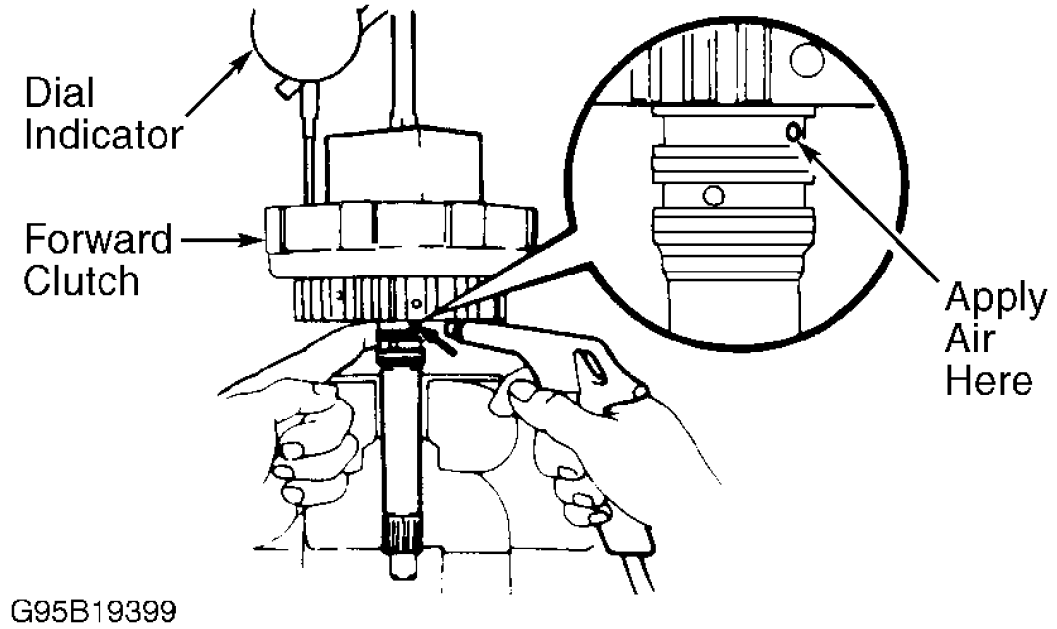

Fig. 22: Checking Forward Clutch Piston Stroke
1. Prior to disassembly, check piston stroke of forward clutch. Using a dial indicator, measure piston stroke by applying and releasing 57-114 psi (4-8 kg/cm^2) of compressed air. See **Fig. 22** . Piston stroke should be .071-.087" (1.79-2.21 mm) for A-540E and A-541E transaxles or .056-.072" (1.41-1.82 mm) for A-540H transaxle. If piston stroke is greater than maximum, inspect each component.